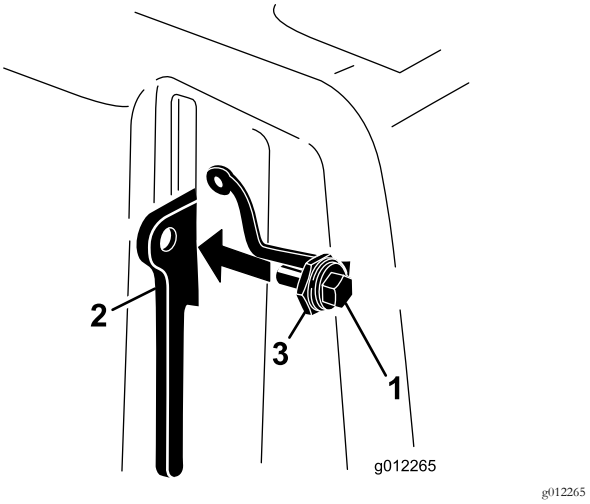

**Figur 10**
3. Før bolten inn i låsespaken på remdekselet (Figur 10).